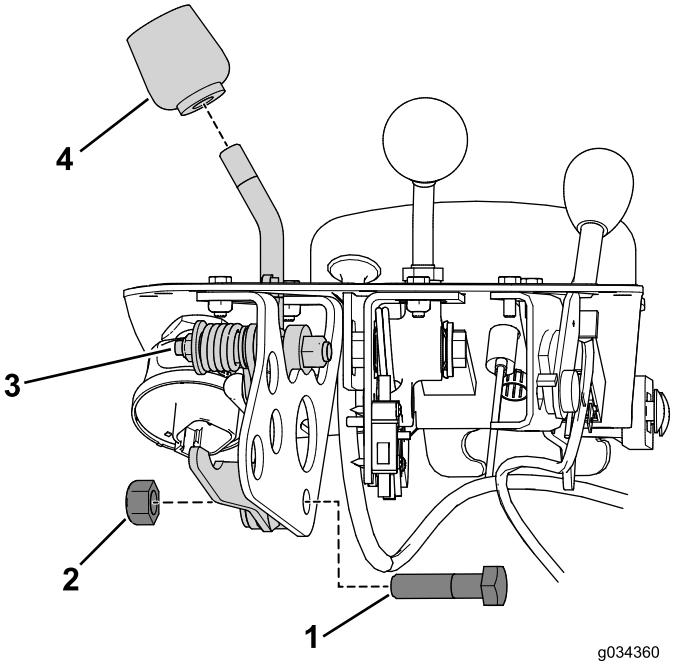

Rysunek 8
6. Odkręć gałkę dźwigni sterowania funkcją (Rysunek 8).
7. Odkręć śrubę i nakrętkę mocujące zespół dźwigni sterowania funkcją do wspornika dźwigni sterowania funkcją (Rysunek 8).